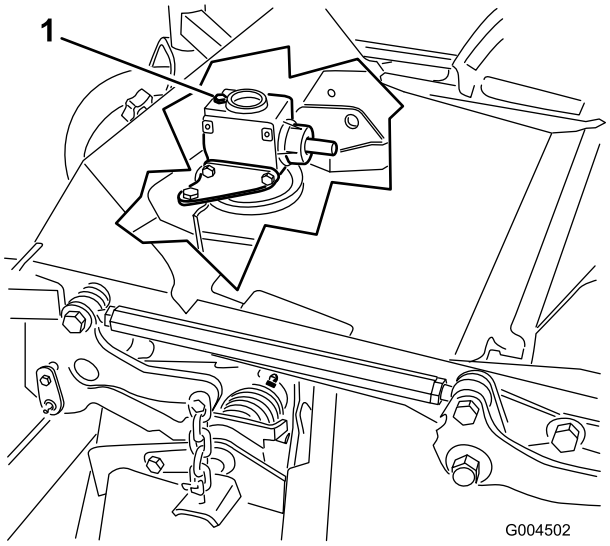

**Figur 38**
6. Ta ut oljestickan/påfyllningspluggen från övre delen av växellådan (Figur 38) och kontrollera att oljenivån ligger mellan markeringarna på oljestickan.
6. Ta ut oljestickan/påfyllningspluggen från övre delen av växellådan (Figur 38).